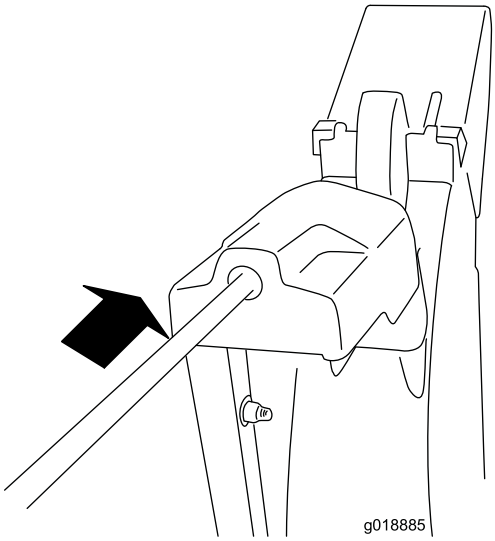

Bild 10
4. Setzen Sie das vordere Ende der Stange in die Öffnung hinten an der Getriebeabdeckung des Auswurfkanals, bis es in das Auswurfkanalgetriebe gleitet (Bild 10).